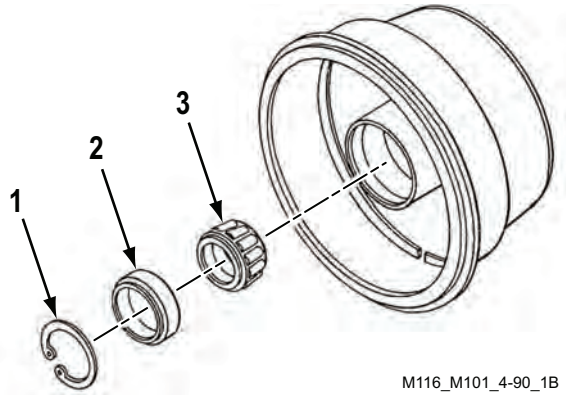

Figure 2. Retaining Ring, Seal, and Inner Bearing Disassembly.
1. Remove retaining ring (Figure 2, Item 1), seal (Figure 2, Item 2), and inner bearing hub cone and roller (Figure 2, Item 3). Discard seal (Figure 2, Item 2).